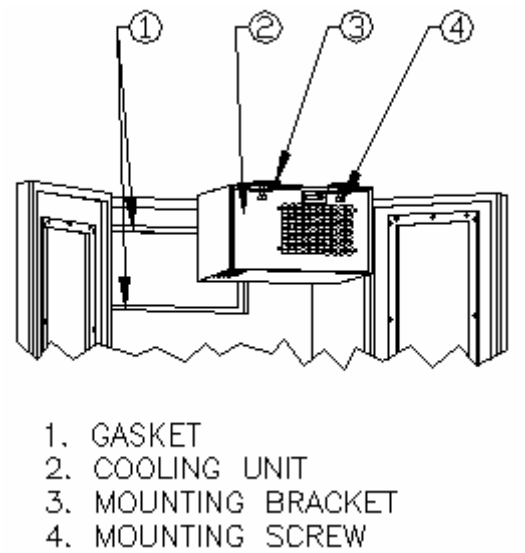

Fig. 2.1 COOLING UNIT MOUNTING
- The cooling unit produces cooling supplied into the cabinet, and it also generates heat that must be exhausted outside the cabinet. So the supply side and exhaust side must be separated and sealed (see Fig. 2.1).
- Place the gaskets (1/2” foam tape)on the gasket lips (see Fig 2.1).
- Fasten the 2 brackets and use 7/16” wrench to tighten the two ¼” screws (see Fig 2.1).